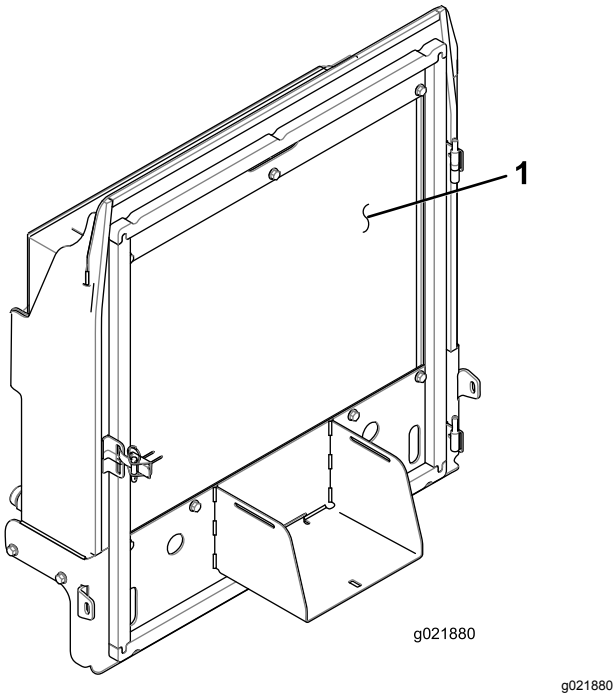

Figuur 83
4. Reinig beide zijden van de radiateur/oliekoeler grondig met perslucht (Figuur 83).